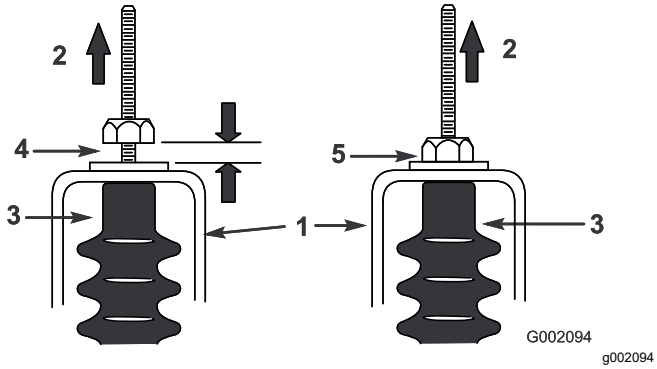

Figur 53
5. Træk begge skiftekabler op for at sikre, at der er en afstand på 0,76-1,52 mm mellem møtrikken/spændeskiven og den neutrale konsol (Figur 53).